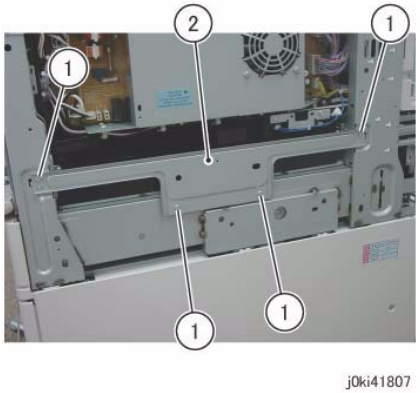

Figure 1 Remove the Tie Bar
4. Remove the Tie Bar. (Figure 1)